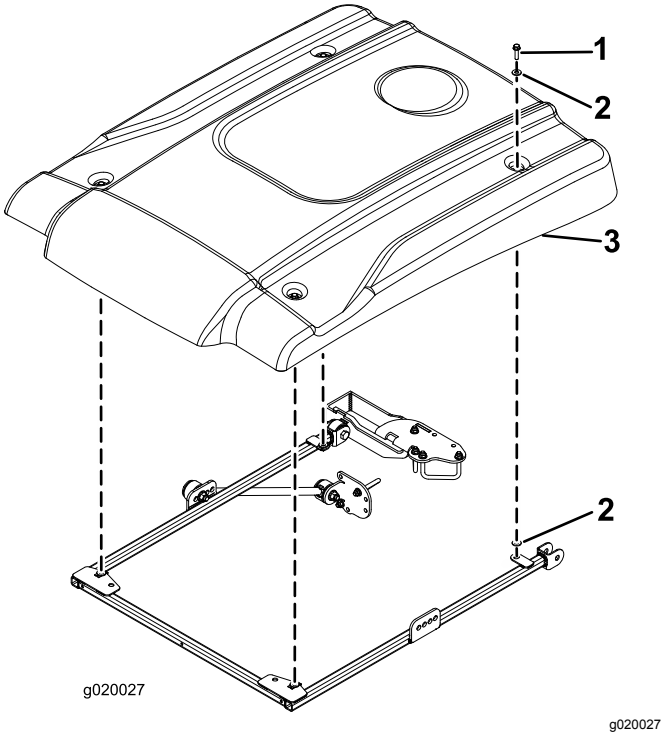

Figure 16
15. While aligning the mounting holes, position the sunshade onto the frame as shown in Figure 16.
16. Loosely mount each corner of the sunshade to the frame with a flange-head bolt (5/16 x 1-1/4 inches) and 2 small washers (Figure 16). Position a washer on each side of the sunshade rubber grommet.